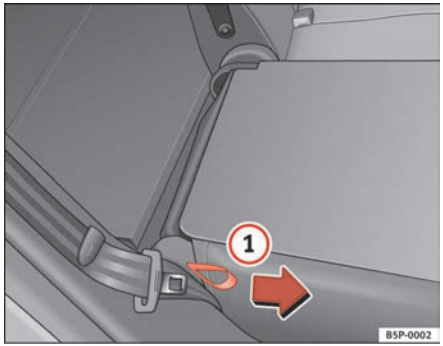

Fig. 98 Folding or opening the rear seat backrests
– Pull the loop on the side of the seat ⇒ fig. 98 (1)